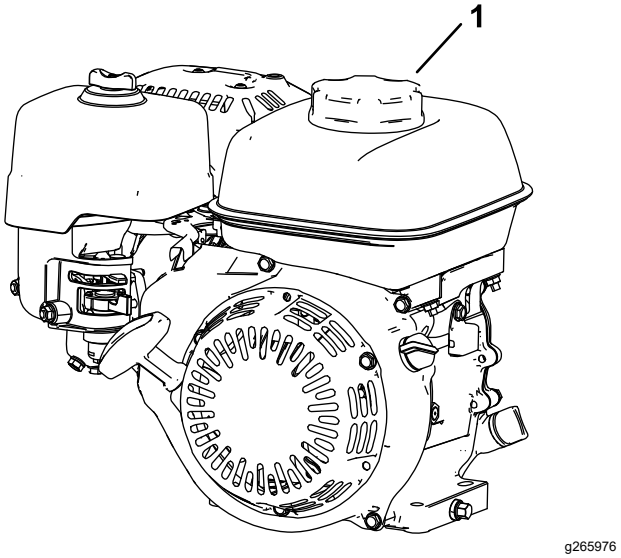

Figur 17
1. Rengör omkring tanklocket och avlägsna locket från tanken (Figur 17). Fyll bränsletanken till botten av påfyllningshalsens öppning. Mer information finns i motorns *bruksanvisning*.